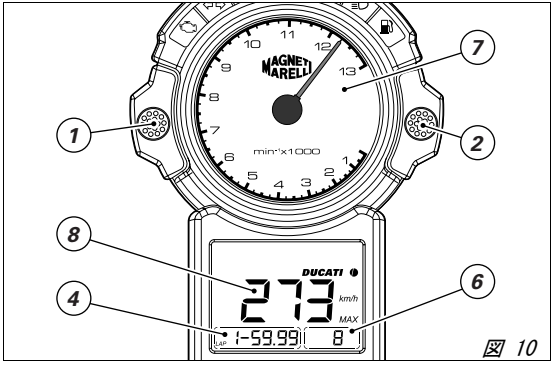
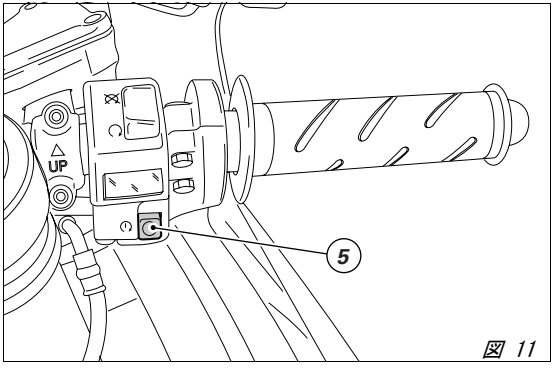

*図 10*
*図 11*
***ラップタイム記録*** *（図 10 および図 11）*
- ラップナンバー (6)
- 選択したラップ中の最大エンジン回転数 (7、図 . 10)
- ラップタイム (4、図 . 10)
- 選択したラップ中の最高速度 (8、図 . 10)
記録されているラップタイムを消去するには、ボタン (2、図 10) を 5 秒以上押します。
1) CPU がコードを認識すると、メーターパネルの CODE (12、図 5) パイロットランプが短時間点滅します。これはイモビライザーシステムがキーコードを認識し、エンジン始動が可能なことを示します。START (5、図 11) ボタンを押すと、エンジンが始動します。